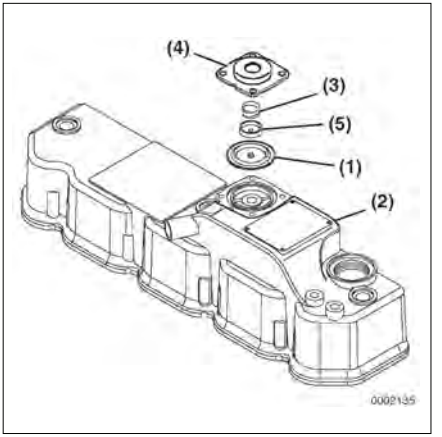

Figure5-19
4TNV98 engines use a crankcase breather system that has a spring-backed diaphragm **(Figure5-19, (1))** in the valve cover **(Figure5-19, (2))**. When the crankcase pressure reaches a predetermined value, the diaphragm opens a passage that allows crankcase fumes to be routed to the intake manifold.
To inspect the diaphragm and spring **(Figure5-19, (3))**:
1. Remove the bolts retaining the diaphragm cover **(Figure5-19, (4))**.
2. Remove the diaphragm cover, spring, diaphragm plate **(Figure5-19, (5))** and diaphragm.